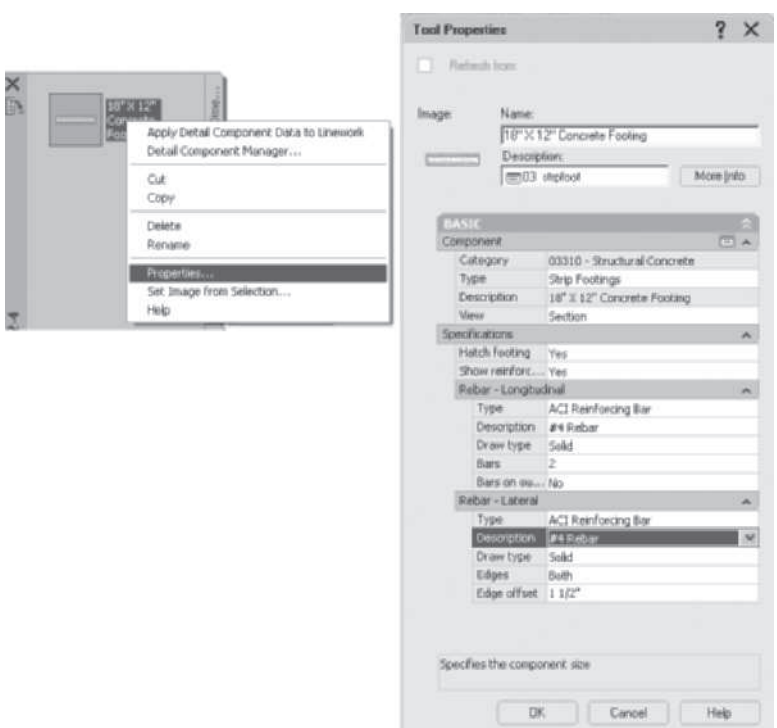

FIGURE 12.92 *Settings of a detail tool*
6. Right-click the tool palette titlebar and select the **Ex 12-4** palette set. Right-click the tool palette titlebar, choose **New Palette**, and overtype **My Detail** in the palette field. Select the Home tab and select **Detail Components** from the Details panel of the Home tab. Verify that the Current detail component database is *{Vista—C:\ProgramData\Autodesk\ACA 2011\enu\Details\ Details (US)\ AecDtlComponents (US).mdb}* or *{Vista—C:\ProgramData\Autodesk\ACA 2011\enu\Details\Details (UK)\ AecDtlComponents (UK).mdb}*. Expand Division 03-Concrete, 03 31 00 Structural Concrete > Strip Footings [E-In Situ Concrete/Large Precast Concrete › E10 Mixing/ Casting/ Curing In Situ Concrete > Strip Footings]. [Caution: metric readers should choose Strip Footings, not Strip Footing located above.] Click the **Selector** of the **18 × 12 Concrete Footing [600 mm × 300 mm Concrete Footing]** tool and drag it to the **My Detail** tool palette. Close the **Detail Component Manager**.
7. Right-click the **18" × 12" Concrete Footing** [600 mm × 300 mm Concrete Footing] tool on the tool palette and choose **Properties** to open **Tool Properties** as shown in Figure 12.92. Edit and verify the following in the **Tool Properties** dialog box: Component: Category = **03 31 00—Structural Concrete [E10—Mixing/Casting/Curing In Situ Concrete]**, Type = **Strip Footings**, Description = **18 × 12 Concrete Footing [600 mm × 300 mm Concrete Footing]**, View = **Section**; Specifications: Hatch footing = **Yes**, Show reinforcing = **Yes**; Rebar Longitudinal: Type = **ACI Reinforcing Bar [BS Reinforcing Bar]**, Description = **#4 Rebar [R8 Rebar]**, Draw type = **Solid**, Bars = **2**, Bars on outside = **No**; Rebar-Lateral: Type = **ACI Reinforcing Bar [BS Reinforcing Bar]**, Description = **#4 Rebar [R8 Rebar]**, Draw type = **Solid**, Edges = **Edge 2**, and Edge offset = **1 1/2" [38]**.